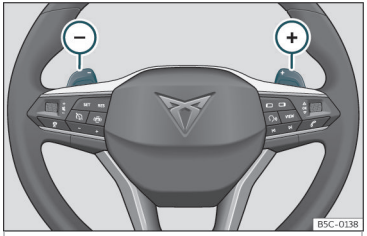

Fig. 146 Volante: leve per il cambio automatico.
- Premere la leva a bilanciere del cambio ⊕ per inserire una marcia superiore››› **fig. 146**.